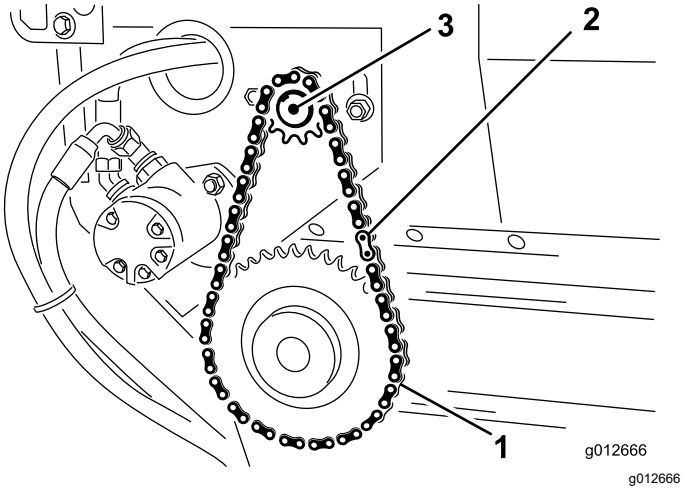

**Figuur 38**
1. Monteer de ketting op het kleine tandwiel en bevestig de ketting met de sluitschakel (Figuur 38).